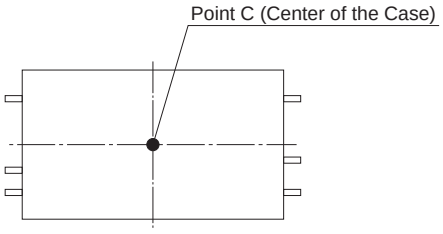

Fig.8.12 Temperature Measuring Point in the case of Forced Air Cooling (Upper Surface of the Case)
② SUC6
■In the case of forced air cooling, please have sufficient ventilation to keep the temperature of point C in Fig.8.12 at 95℃ or below.